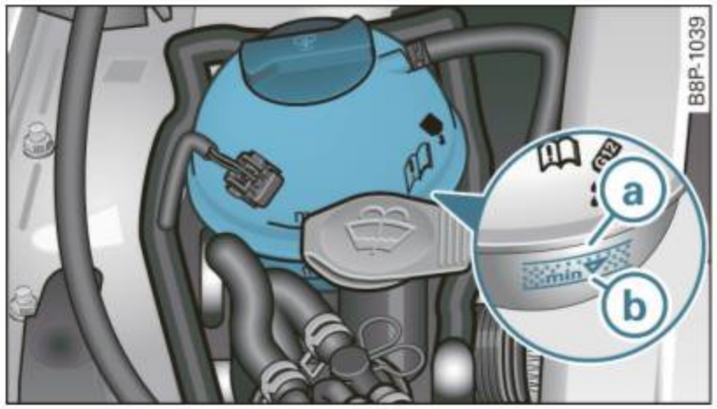

Fig. 169 Engine compartment: coolant expansion tank
– Read the engine coolant level from the coolant expansion tank ⇒ fig. 169. With a cold engine, the coolant level should be between the "min" and "max" markings. When the engine is warm, the level may be slightly above the "max" marking.
– Place a thick rag over the coolant expansion tank ⇒ *page 233*, fig. 169 and **carefully** twist the cap counter-clockwise ⇒ ⚠.